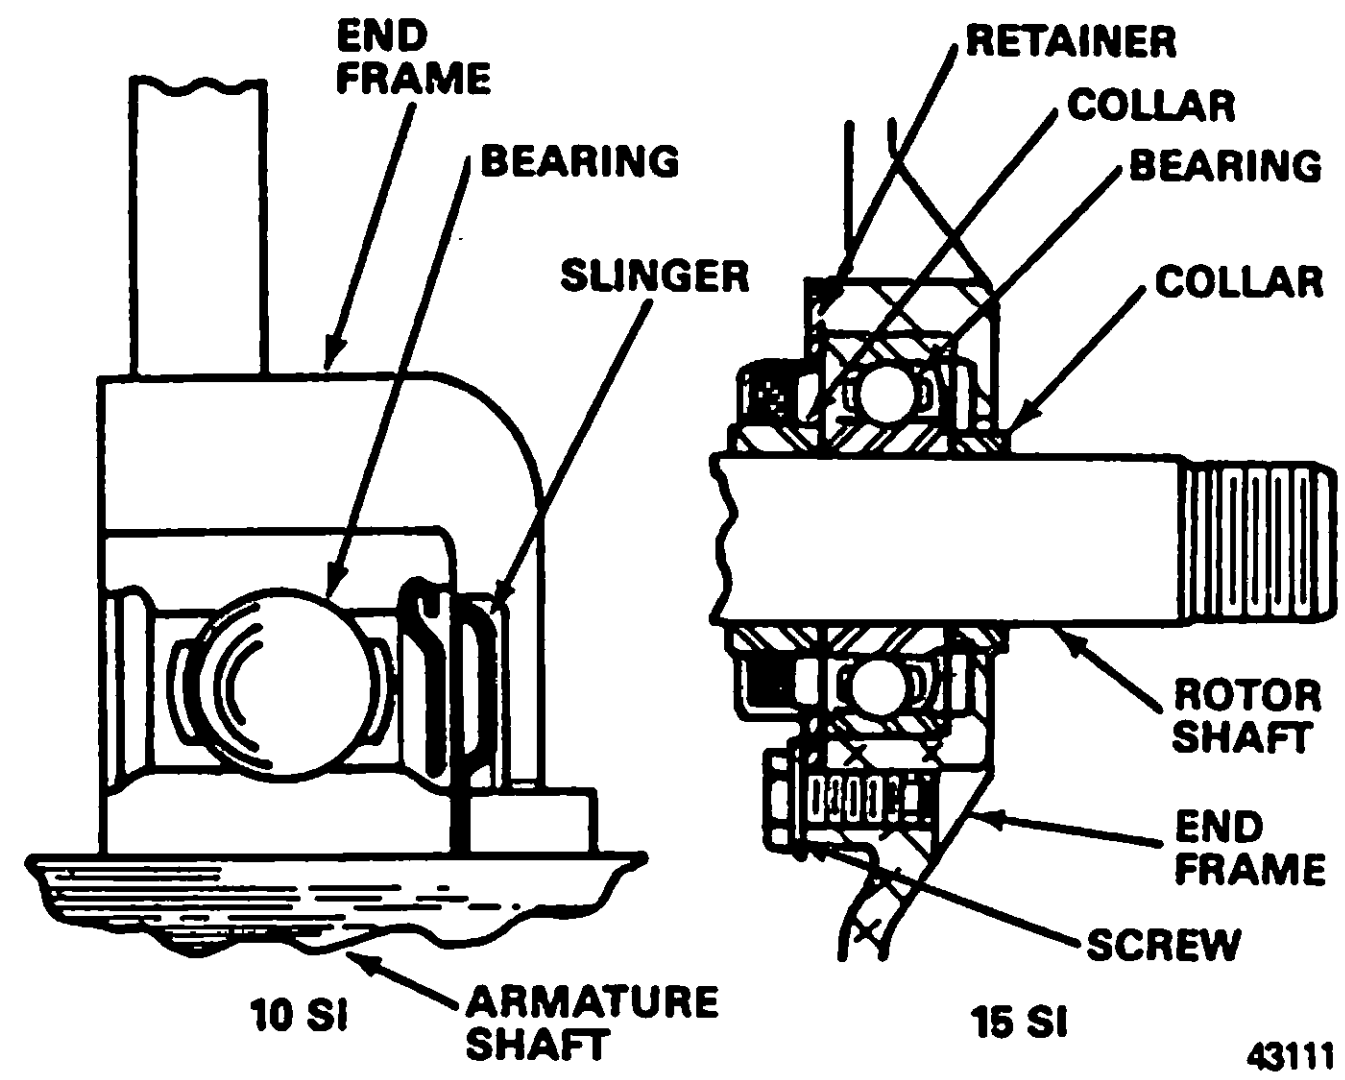

Fig. 1E-15 Front Housing Bearing Assembly
(14) Attach brush holder to rear housing. Carefully note position of insulating washers (fig. 1E-14). Allow toothpick to protrude through hole in rear housing.
(15) Install diode trio terminal strap attaching screw and insulating washer.
(16) Tighten remaining two brush holder screws securely.
(17) Position bridge rectifier on rear housing with insulator inserted between insulated heat sink and rear housing.